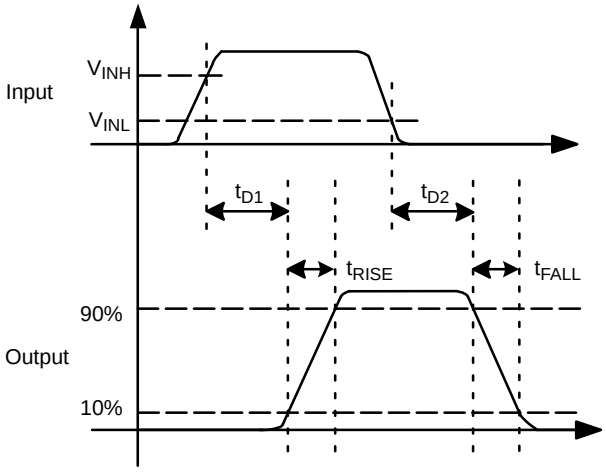
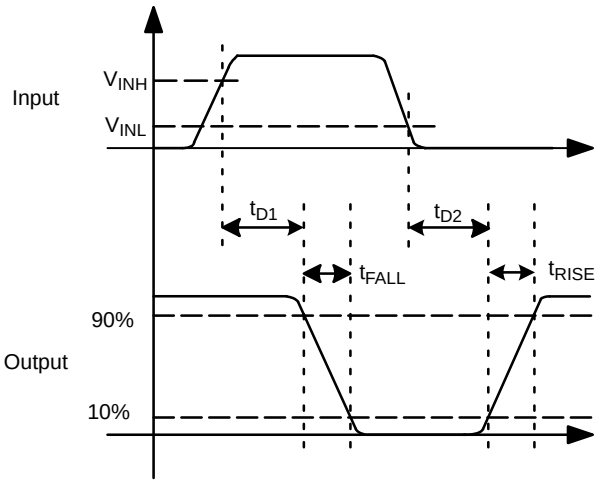

Figure 7. Non−Inverting (EN HIGH or Floating)
Figure 8. Inverting (EN HIGH or Floating)
12. See Timing Diagrams of Figure 7 and Figure 8.